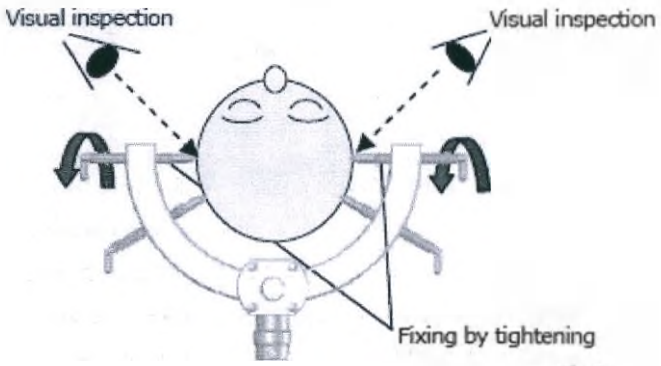

Fig.3
3) В завершение поверните шипы-фиксаторы, которые были затянуты предварительно, на 1/4 - 1/2 оборота для окончательной затяжки (Рисунок 3). Чрезмерное закручивание штифтов может привести к образованию трещин, вдавливаний или проникновению штифта в череп, или глубоким порезам кожи. Проявляйте особую осторожность при затяжке шипов-фиксаторов.